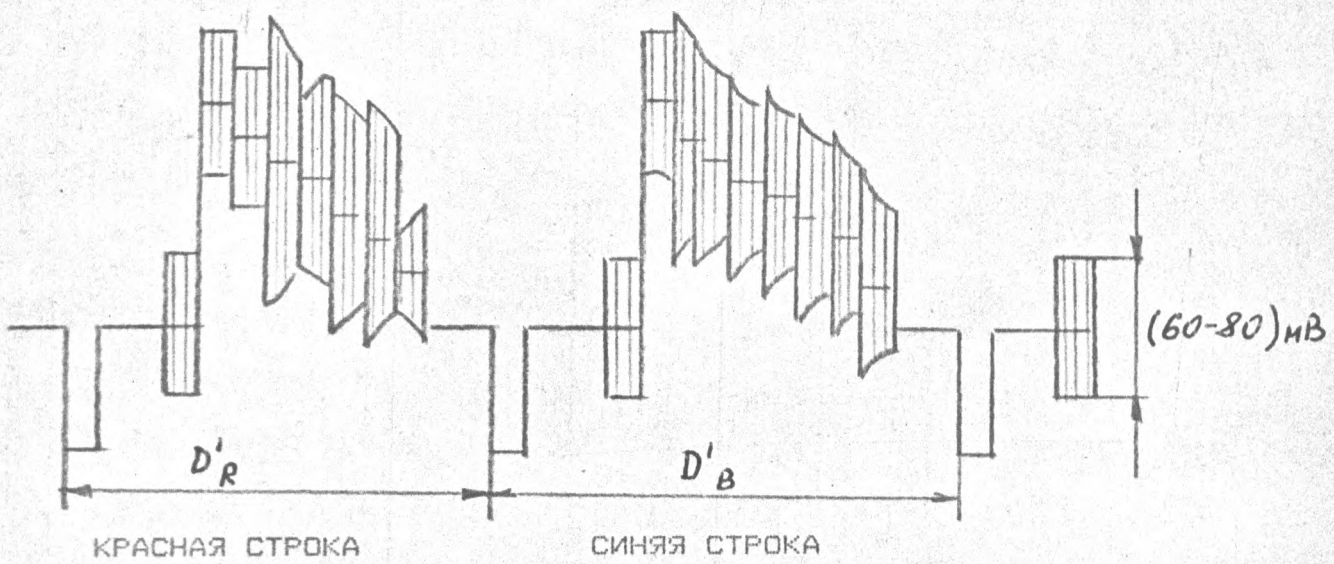

РИС. 7.18
7.6.18.3. ПОДКЛЮЧИТЕ К КОНТАКТУ =A4-XS1:19 ОТНОСИТЕЛЬНО =A4-XS1:17 РЕЗИСТОР СОПРОТИВЛЕНИЕМ (75+-1,5)ОМ И, ПОДКЛЮЧИВ ОСЦИЛЛОГРАФ С1-81 К КОНТАКТУ =A3-XP5:1, РЕЗИСТОРОМ A3-R86 УСТАНОВИТЕ РАЗМАХ СИГНАЛА ВСПЫШКИ (160 +0 -80)МВ (РИС.7.18).